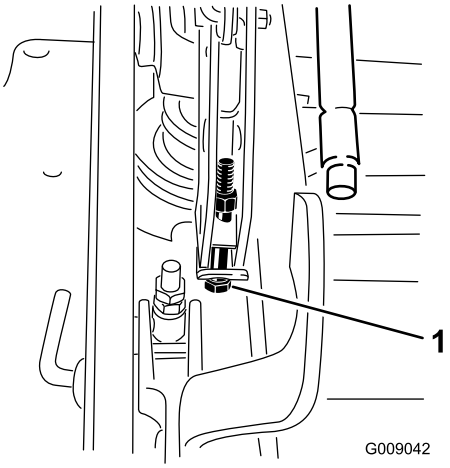

Figur 86
12. Hvis skjoldet er for lavt, skal bolten til enkeltpunktsjusteringen drejes med uret, så den strammes. Hvis skjoldet er for højt, skal bolten til enkeltpunktsjusteringen drejes mod uret, så den løsnes (Figur 86).